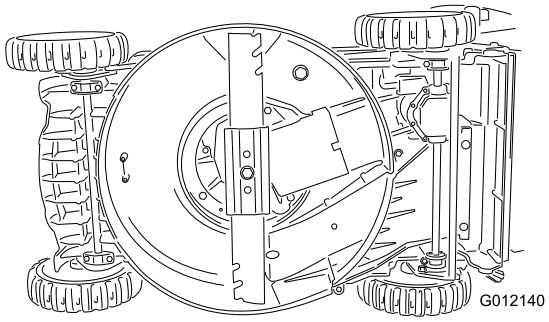

Figura 23
2. Inclinate la macchina sul fianco (Figura 23) con l'asta di livello in basso.